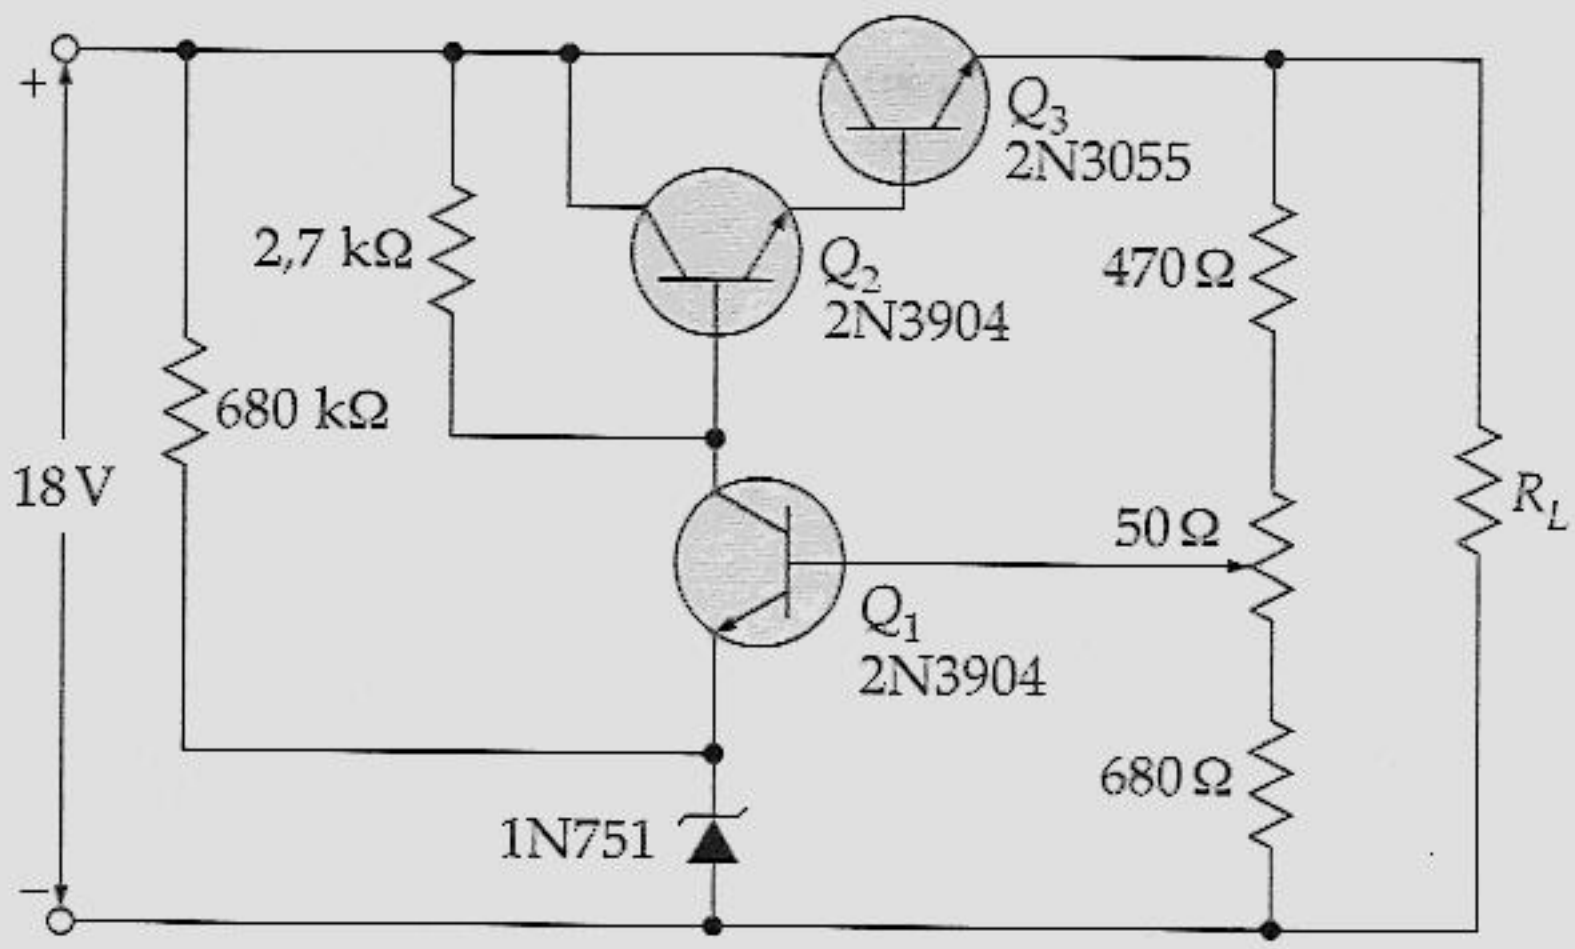

Figura 23.29
23.1 Qual a tensão regulada mínima de saída do circuito da Figura 23.29? E a máxima?
23.2 O cursor do potenciômetro está no centro de sua faixa no circuito da Figura 23.29, que possui uma resistência de carga de 7 Ω. O 2N3055 possui um ganho *cc* de 60 e o 2N3904 possui um ganho *cc* de 200. Qual a corrente através do diodo Zener?
23.3 Calcule a dissipação de potência no 2N3055 do circuito da Figura 23.29 para o cursor do potenciômetro posicionado na extremidade superior e para uma resistência de carga de 10 Ω.
23.20 No circuito da Figura 23.29, a tensão de saída aumenta, diminui ou permanece a mesma para cada um dos seguintes defeitos?